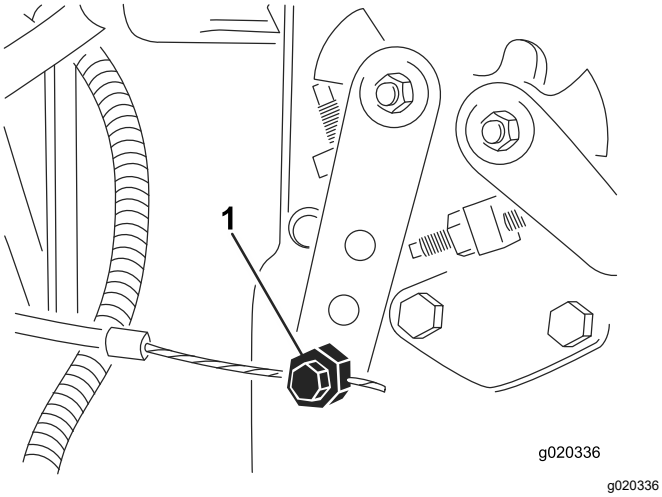

Figuur 92
4. Maak de klem van de gaskabel op de hefboomarm van de injectiepomp los (Figuur 92).